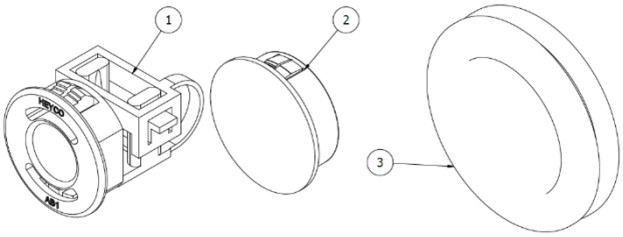

Figure 10 – Thermino Heat Battery Grommets & Strain Reliefs
- Remove the respective rubber grommets (item 3 –Figure 10) in the outer housing and cut the centres (with a cross) with a knife. Re-insert the cut grommets. Do not cut the grommets in place, as this may damage the VIP.
- (Refer to Figure 10) Move the cable strain relief fittings (1) to the side you wish to make the entries / exits. Cover all other holes in the enclosure with the supplied blanking grommets (2).